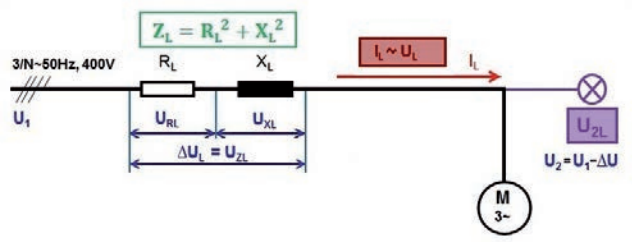

Figura 1 – Caída de tensión en una línea con un motor en servicio
En la Figura 1 se la indica como corriente de línea (IL).
La corriente de carga producirá en la impedancia de línea una caída de tención ΔU= ILx ZL; por lo tanto, en los bornes del motor quedará aplicada una tensión U2 menor a la tensión de red U1, esta tensión reducida también afectará a las demás cargas conectadas en cercanía del motor, representadas como una lámpara en la Figura 1.
En la Figura 1 se ve que la caída de tensión también depende de la impedancia de línea, esto demuestra que a menor impedancia de línea (mayor sección de los conductores) menor será la influencia de la corriente de arranque de un motor en la tensión de servicio la misma.